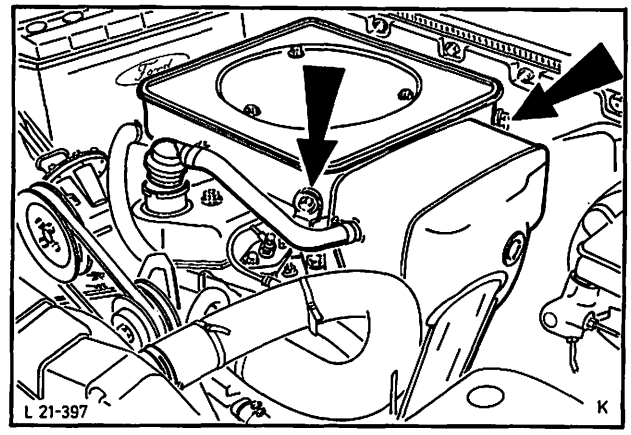

Abb. 98 Ansauggeräuschdämpfer
2. Massekabel – Batterie abklemmen und Ansauggeräuschdämpfer ausbauen, Abb. 98.